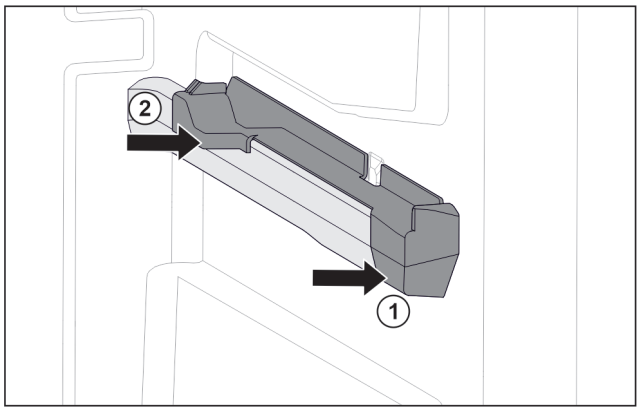

Fig. 19 Élément emboîtable sur la nervure de récipient droite
- ▶ Poser le devant de l'élément emboîtable contre la nervure de récipient. *Fig. 19 (1)*
- ▶ Enfoncer l'arrière de l'élément emboîtable. *Fig. 19 (2)*